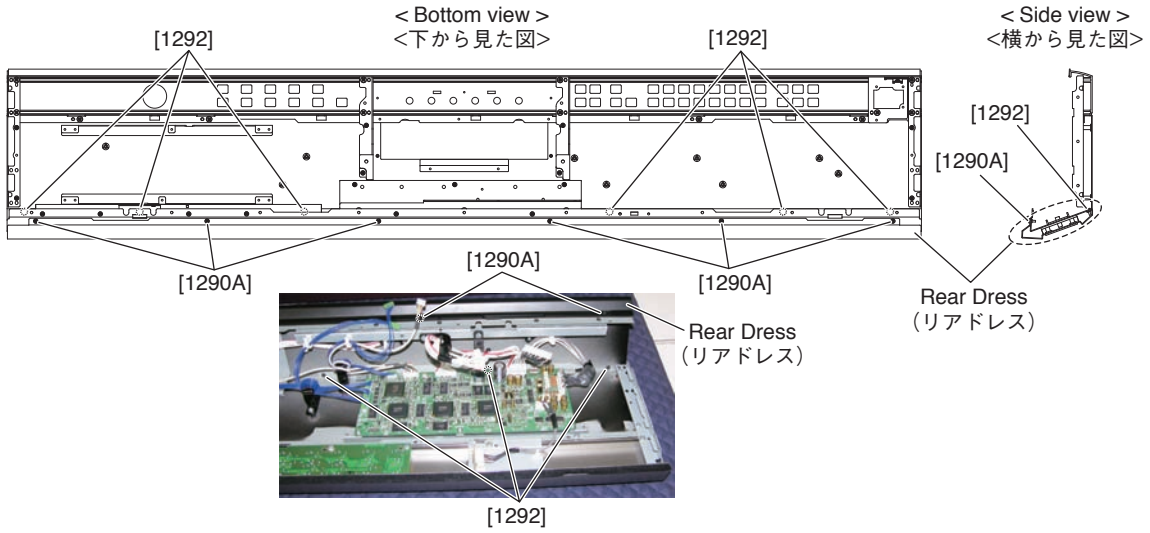

Fig.6（図 6）
5-4 Remove the six (6) screws marked [1290A] and the six (6) screws marked [1292]. The rear dress can then be removed. (Fig.6)
5-4 [1290A] のネジ 6 本と [1292] のネジ 6 本を外し、リアドレスを外します。(図 6)